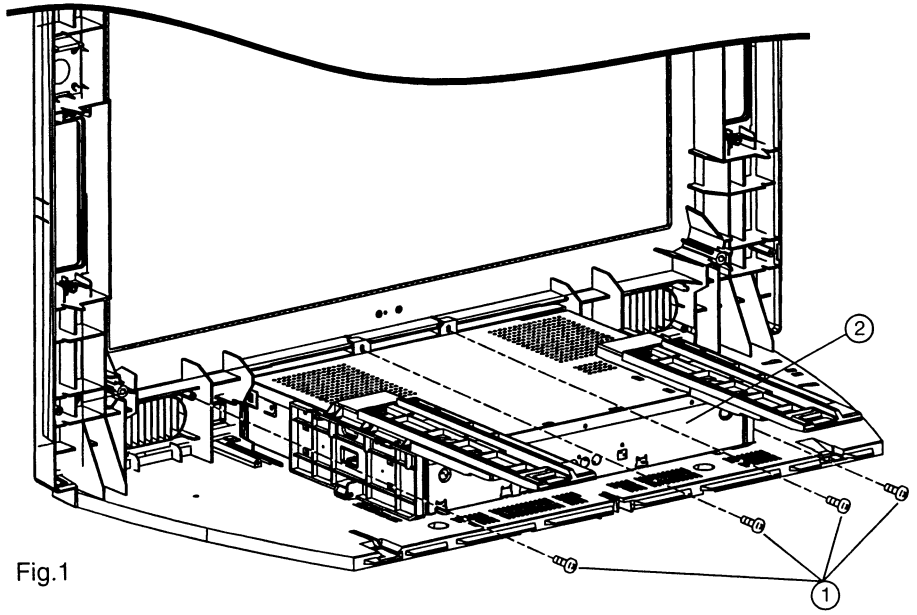

Fig.1
3 - Remove the screws (1) and lift off the DVD player (2) (Fig.1).
3 - Retirer les trois vis de fixation (1) et déposer le lecteur de DVD (2) (Fig.1).
3 - Entfernen Sie die Schrauben (1) und heben Sie den DVD-Spieler heraus (2) (Fig.1).
3 - Tolgliere le viti (1) e estrarre il DVD (Fig.1).
3 - Retirar los tornillos (1) y leventar verticalmente el reproductor DVD (2) (Fig.1).